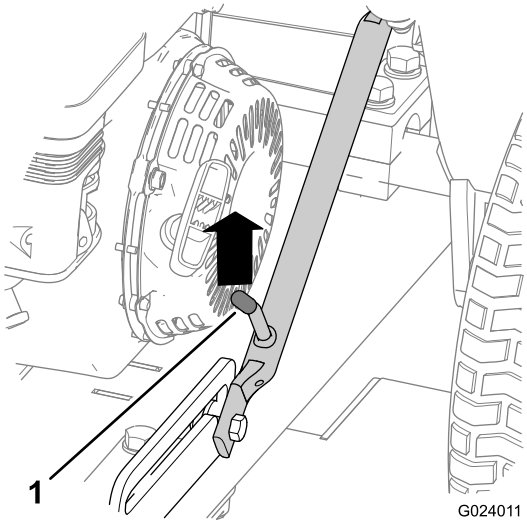

图6
3. 向上推动挂钩组件、直至闩锁杆从滑块锁销中松开（图6）。